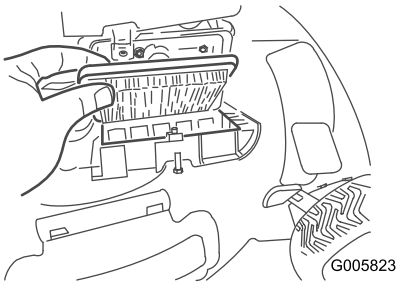

Figuur 25
2. Vervang het luchtfilter (Figuur 25).